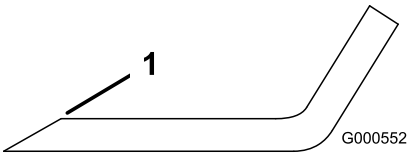

Figur 58
1. Slipa eggarna i båda ändarna av kniven med en fil (Figur 58).
Obs: Om kniven inte är balanserad kan du fila bort lite metall från knivens segeldel (Figur 58).